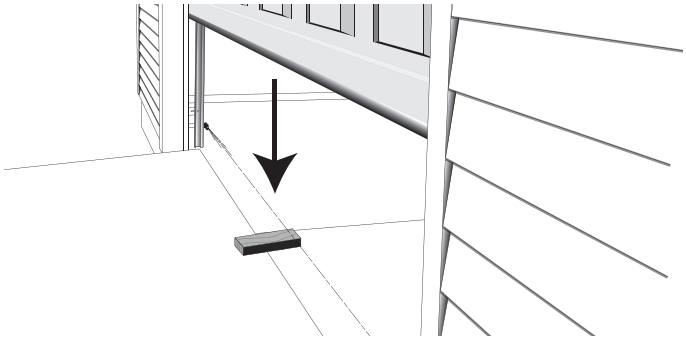

FIG. 6-2 2 x 4 sous le centre de l'ouverture de la porte
– Placez une planche 2 "x 4" (à plat) sous le **centre de l'ouverture de la porte de garage (Fig. 6-2).**